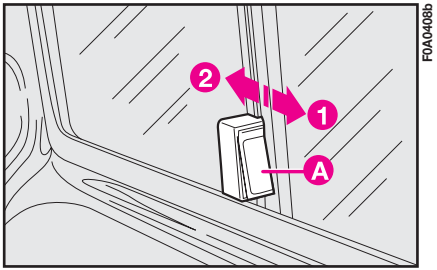

fig. 102
1) Débloquer la vitre coulissante en appuyant et en gardant la pression sur la touche **A-fig. 102**.